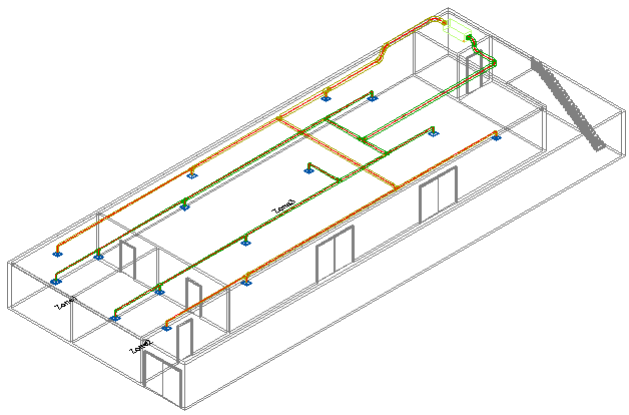

Figure 4-36 *The drawing after calculating duct size*
11. The drawing after calculating the duct size is displayed, as shown in Figure 4-36.